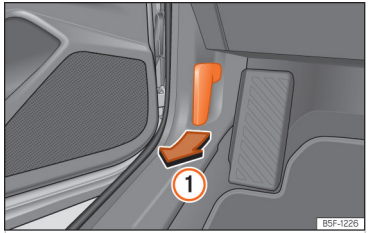

**Fig. 219** Release lever in the driver's footwell area.
- Open the door and pull the lever that is underneath the instrument panel ››› **Fig. 219** ①.